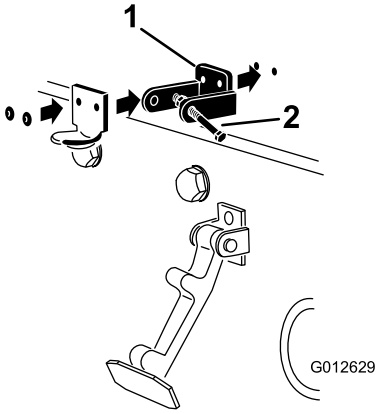

Rysunek 8
3. Ustaw otwory montażowe w uchwycie blokady (WE) i w uchwycie zatrzasku maski równo z otworami montażowymi w masce. Uchwyt blokady musi znaleźć się między maską a uchwytem zatrzasku maski (Rysunek 8). Nie wyjmuj śruby z nakrętką z ramienia uchwytu blokady.
5. Przynituj uchwyty i podkładki do maski (Rysunek 8).